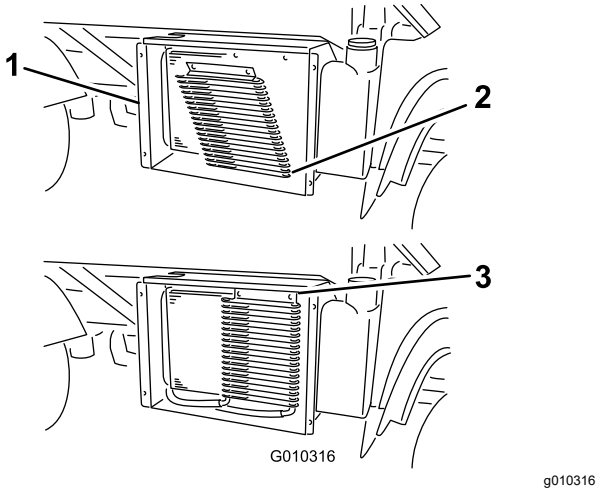

Figur 54
6. Roter sperrene og sving oljekjøleren bort fra radiatoren, hvis utstyrt med dette (Figur 54).